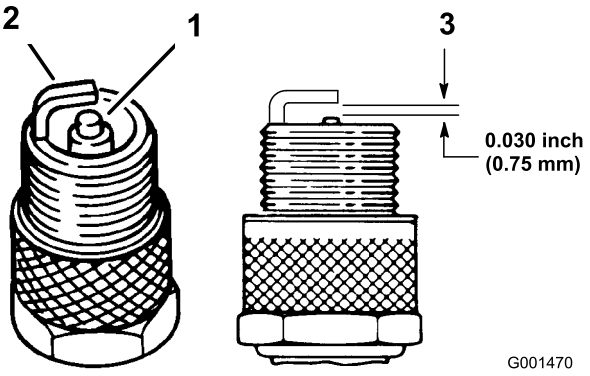

Figuur 24
1. Bekijk de binnenkant van de bougies (Figuur 24). Als de isolator lichtbruin of grijs is, werkt de motor naar behoren. Een zwarte laag op de isolator duidt meestal op een vuil luchtfilter.
2. Controleer de afstand tussen de centrale elektrode en de massa-elektrode (Figuur 24). Verbuig de massa-elektrode (Figuur 24) om de juiste afstand in te stellen indien dit nodig is.
3. Sluit de bougiekabels aan op de bougies (Figuur 24).